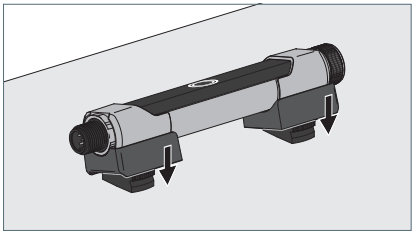

Fig. 5: Mounting the luminaire to the fastening elements.
- ▶ Place the device together with the mounted holders onto the fastening elements and press the device downward until the holders snap into the fastening elements, see Fig. 5.